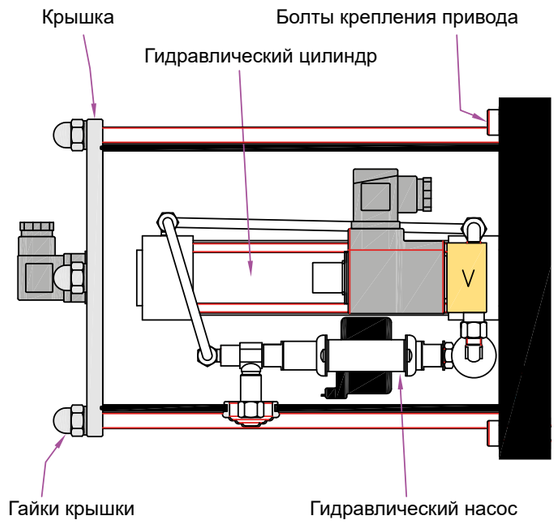

Рис. 8
4. Открутить четыре болта (4) крепления гидравлического привода;
5. Провернуть гидравлический привод (1) в такое положение, чтобы гидравлический насос оказался ниже уровня гидравлического цилиндра (см. Рис.8);
6. Зафиксировать гидравлический провод болтами (4).